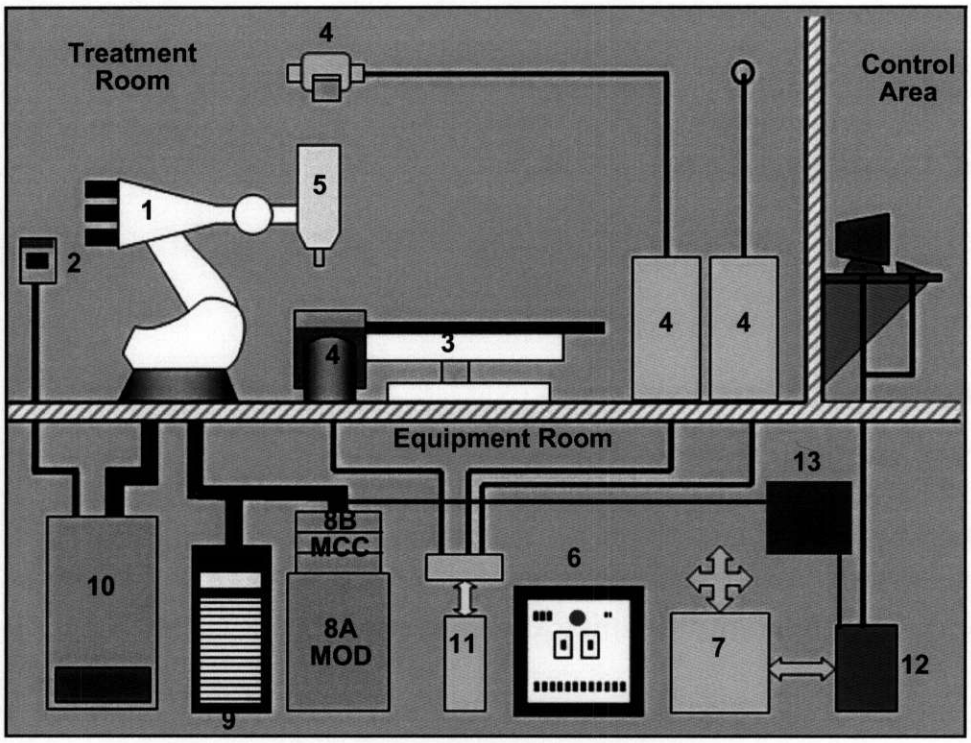

**Figure 2-1 CyberKnife System Equipment**
*(Figure 2-1, CyberKnife System Equipment, Page 2)*